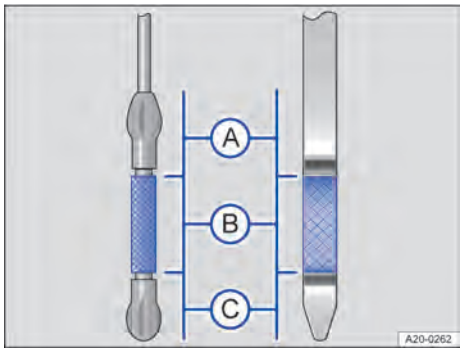

**Fig. 186** Varillas de medición del nivel de aceite con marcas del nivel de aceite del motor (variantes).
7. Extraiga nuevamente la varilla de medición y compruebe en ella el nivel de aceite como sigue → fig. 186:
13. Al final del proceso, el nivel de aceite debería encontrarse por el centro de la zona → fig. 186 Ⓑ. No deberá encontrarse nunca en la zona → fig. 186 Ⓐ → ⓘ.
14. Si ha añadido demasiado aceite del motor por descuido y el nivel se encuentra en la zona → fig. 186 Ⓐ, no ponga el motor en marcha. Solicite la ayuda de personal especializado.
- Si el nivel de aceite del motor se encuentra en la zona → fig. 186 Ⓐ, no ponga el motor en marcha y solicite la ayuda de personal especializado.